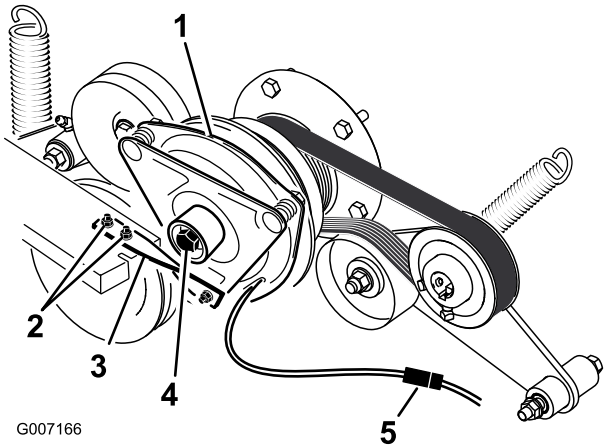

Figur 62
5. Koble fra clutchens elektriske kobling (Figur 62).
6. Fjern de to boltene som fester clutchens gummistropp til rammen på gressklipperen (Figur 62).
7. Fjern sentreringsbolten som fester clutchen til motorakselen og fjern clutchen og nøkkelen (Figur 62).
14. Hold i veivakselen bak på maskinen mens du monterer sentreringsbolten, og stram sentreringsbolten til med 68 Nm (Figur 62).
15. Monter clutchens gummistropp til rammen på gressklipperen med de to boltene og mutrene du fjernet tidligere (Figur 62).
17. Koble til clutchens elektriske kobling (Figur 62).